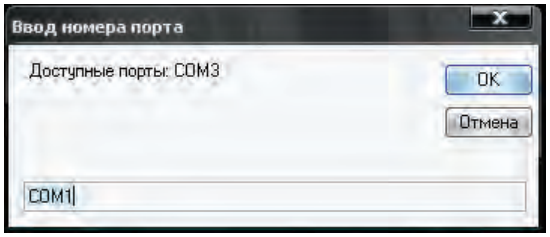

Рис.20
4) выбрать в появившемся окне номер COM-порта из списка доступных портов (рис.20);